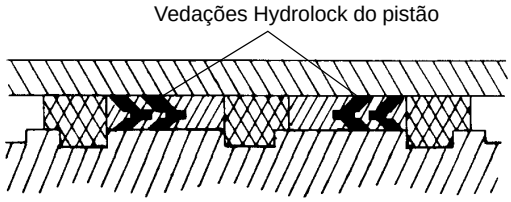

FIGURA 2-46
9. Instale as vedações Hydrolock no pistão. Consulte a Figura 2-46 para ter a orientação correta da vedação.